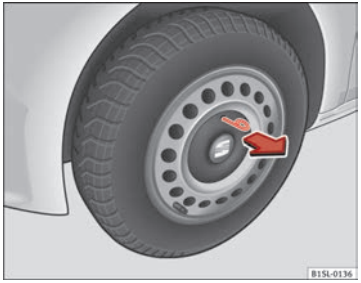

Fig. 140 Remove the hubcap of the steel wheel trim
- *To remove*, take the vehicle tool kit wire hook and attach it to the edge of the wheel trim ⇒ Fig. 140.